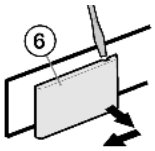

Fig. 6
- ▶ Using a screwdriver, disengage the cover *Fig. 6 (6)* on the hinge side and draw it outwards for removal.